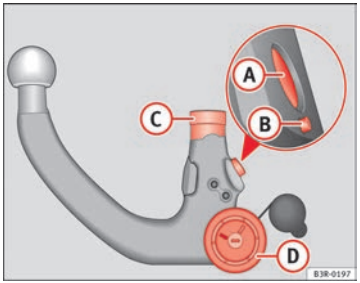

Fig. 167 Removable towing bracket: Ball joint
– Check the locking pin (A), release pin (B), shaft section (C) and knob (D) ⇒ Fig. 167 on the ball joint to make sure they are clean and undamaged.